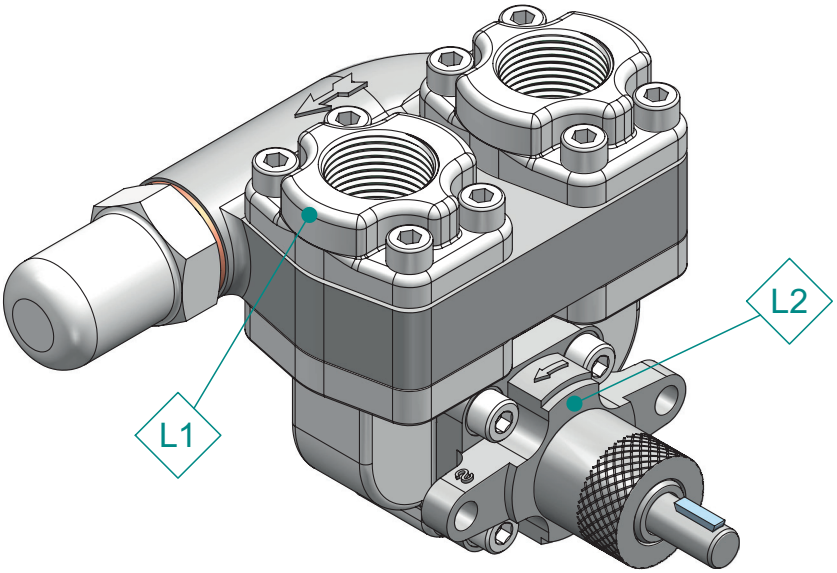

Rys. 1 — Rozmieszczenie czujników temperatury (opcja)
Czujniki temperatury powierzchniowej należy stosować w następujących obszarach, zob. rys. 1:
- Monitorowanie temperatury na powierzchni komory pompy w wyznaczonych miejscach (zob. rys. 1) oraz kontrola i monitorowanie czynnika chłodzącego w przypadku chłodzonego uszczelnienia wału zapewniają dostateczną ochronę przeciw potencjalnym zagrożeniom.